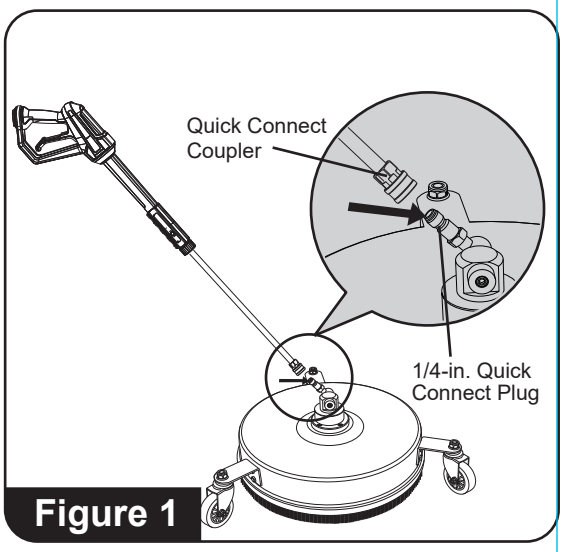

Figure 1
2. Attach the surface cleaner's 1/4-in quick-connect plug into the end of the pressure washer wand (wand not included). **(See Figure 1)**